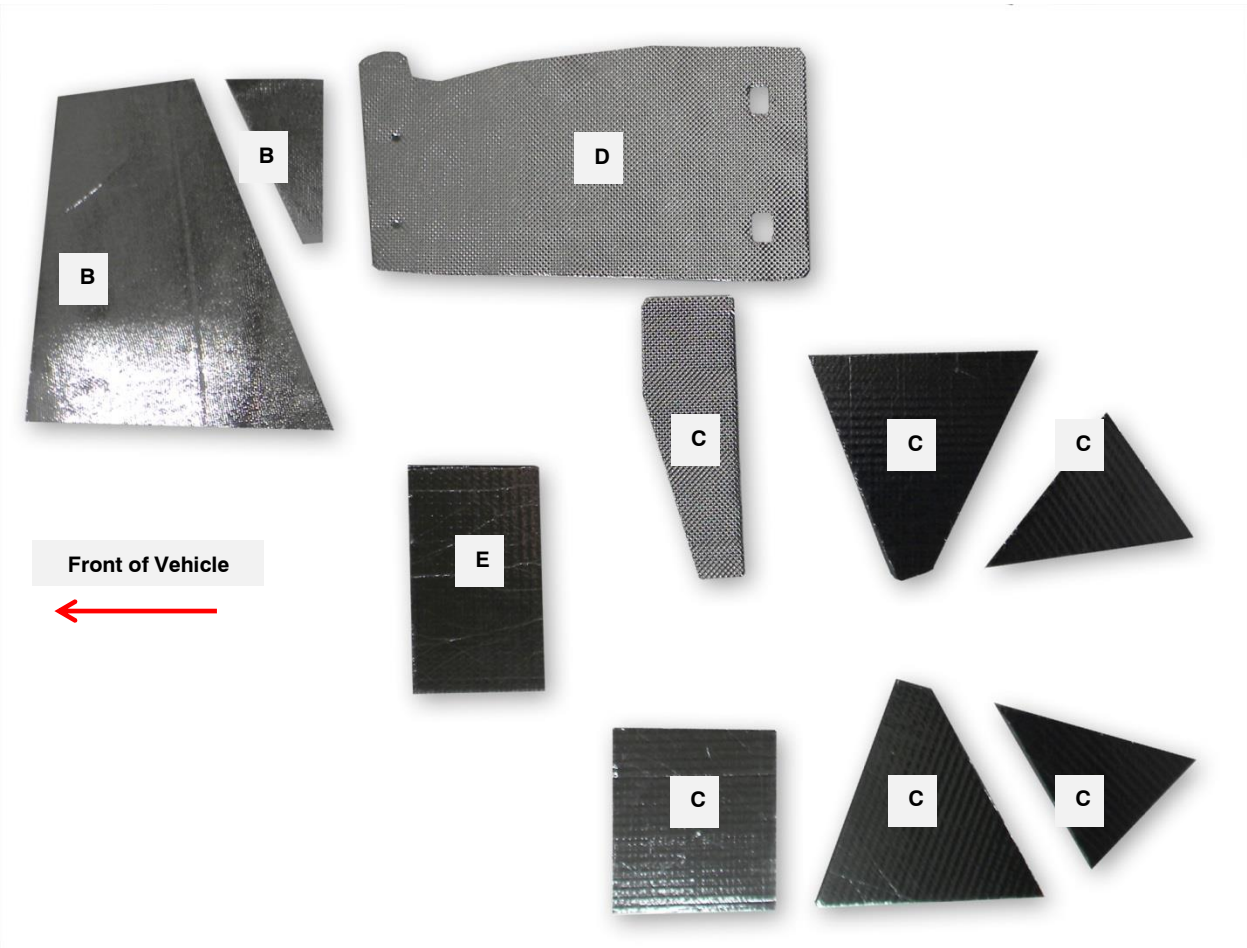

Figure 1
3. See the entire panel layout as it relates to the position of the vehicle. **(Fig. 1)**